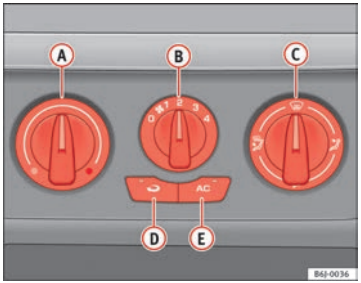

Fig. 94 Mandos del Aire Acondicionado en el tablero de instrumentos
– Con los reguladores ⇒ fig. 94 (A) y (C) y con el mando (B) se regula la temperatura, la velocidad del ventilador y la distribución del aire.
– Pulse la tecla (D) o (E) para activar o desactivar la función correspondiente. Cuando la función está activa, se enciende un testigo rojo en la tecla.
– Cierre los difusores (3).
– Abra y oriente los difusores (4) hacia las ventanas laterales.